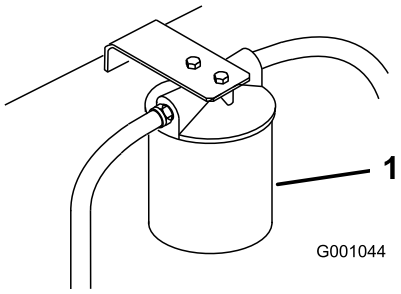

Figuur 73
3. Plaats een opvangbak onder het filter. Verwijder het oude filter en veeg de pakking van het filtertussenstuk schoon (Figuur 73).